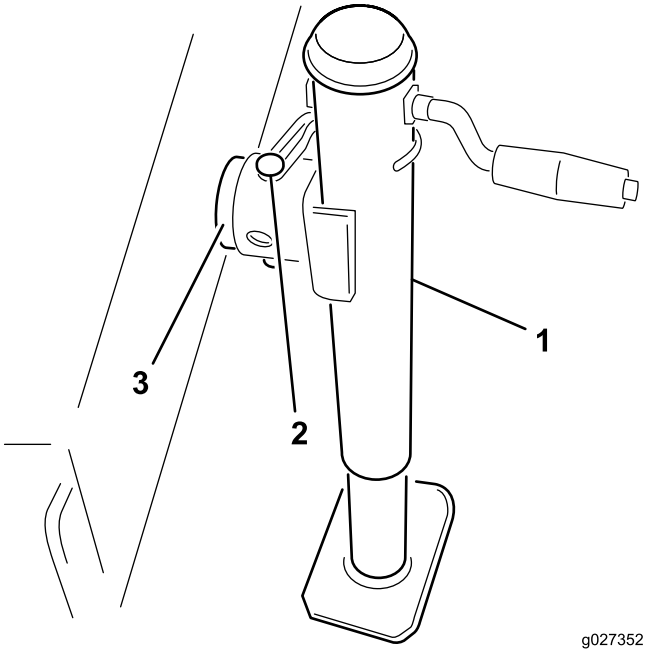

Figuur 2
2. Schuif de krik op de framepen en bevestig met de pen (Figuur 2).